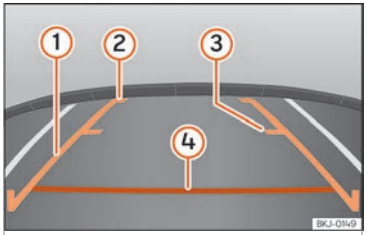

Fig. 180 Visualização no ecrã do sistema Infotainment: linhas de orientação.
- A carga do veículo modifica a representação das linhas de orientação ››› Fig. 180. A largura que as mesmas representam, diminui com o nível de carga. Preste atenção ao espaço envolvente quando o interior ou a bagageira estiverem carregados.
Significado das linhas de orientação ››› Fig. 180